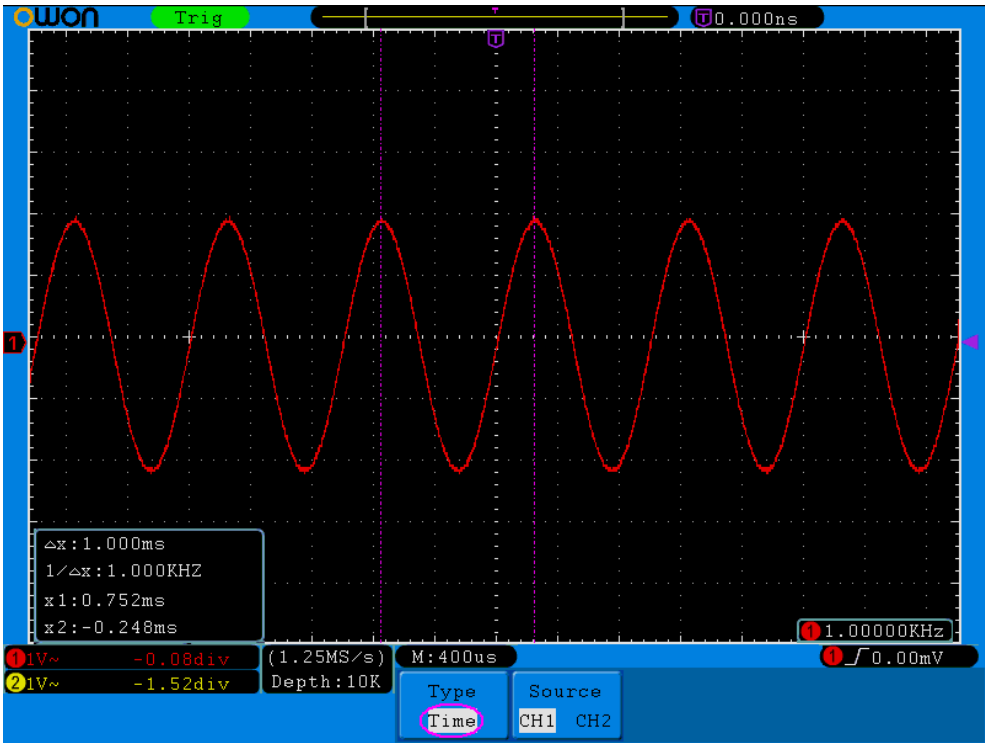

Рисунок 5-63 Использование курсоров для измерения времени
4. Переместите курсоры 1 и 2 в нужное положение в соответствии с формой сигнала с помощью регуляторов **VERTICAL POSITION**; в окне слева внизу экрана будут отображаться значения периода времени между курсорами 1 и 2, а также соответствующей ему обратной величины и значения времени, соответствующие положениям курсоров (см. рис. 5-63).